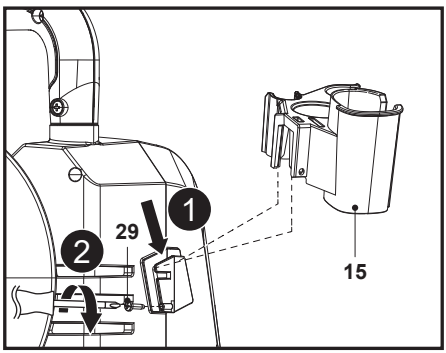

Fig. 1a
1. Faire glisser le support de fixation (15) sur son emplacement et aligner le trou de montage, puis fixer le raccord avec la vis (ST3,5 x 13) (29) à l'aide d'un tournevis cruciforme adapté (non fourni) (Fig. 1a).